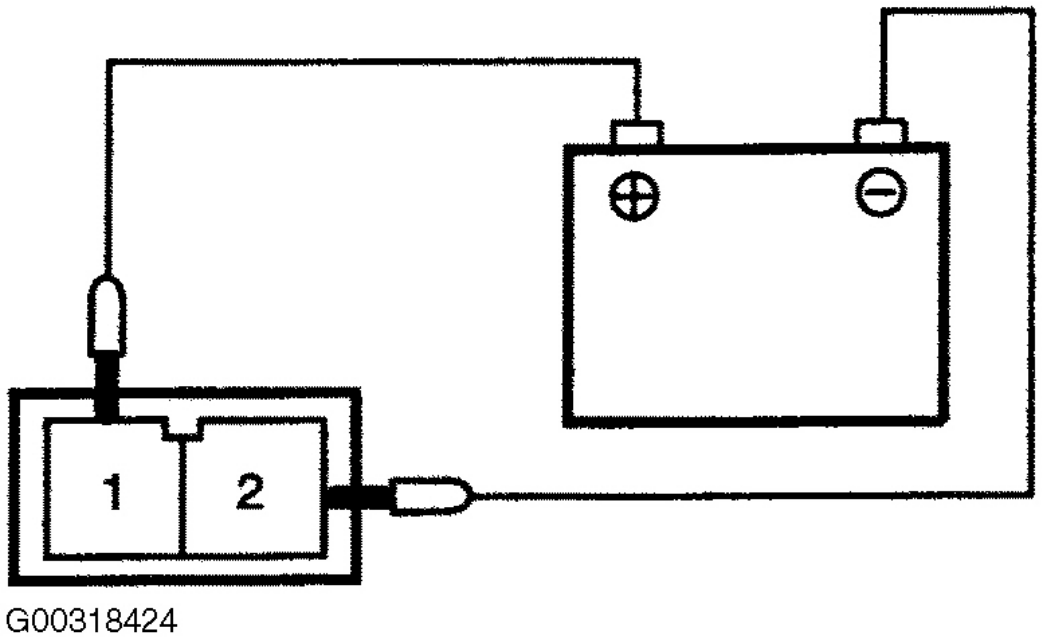

Fig. 3: Prueba A / C Fan Funcionamiento del Motor
3. Aplicar una fuente de 12 voltios fusionado al terminal Nº 1 del conector del ventilador y el terminal de tierra No. 2. Ver **Fig. 3** .